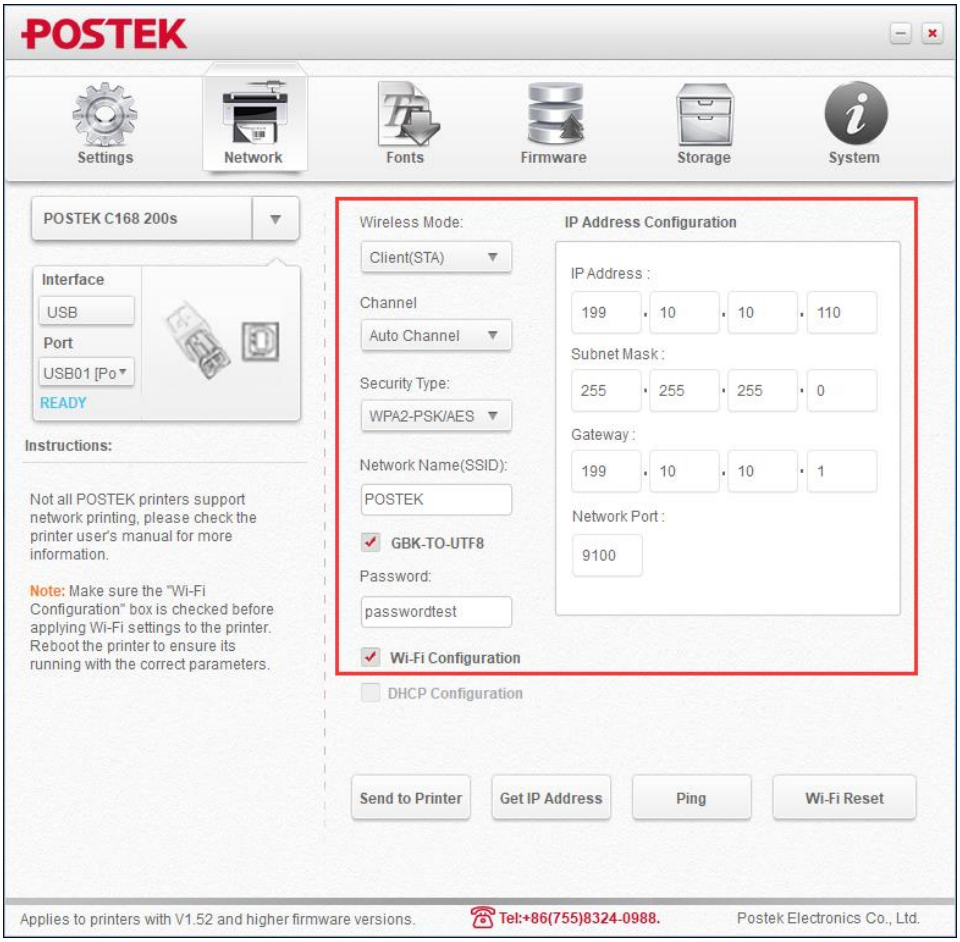

Figure 2-41 Wireless Network Configuration
4. Enter the wireless mode, channel, security type, network name (SSID), password and IP address, then click "Wi-Fi Configuration", as shown in Figure 2-41.